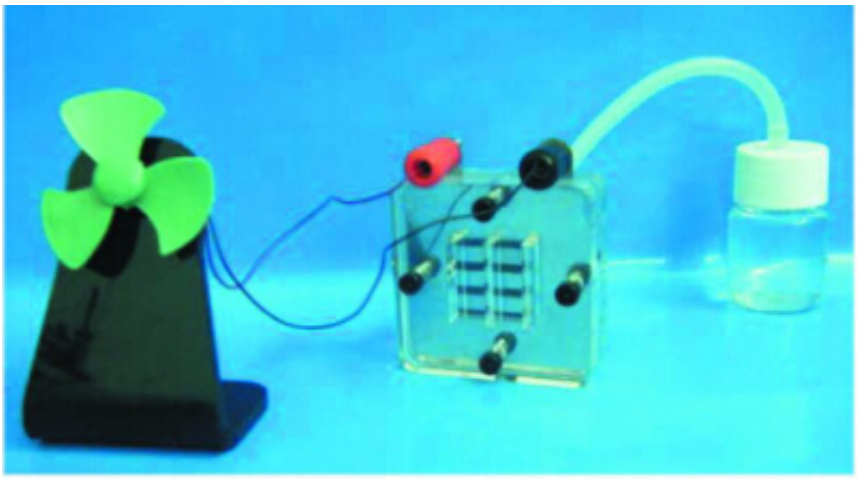

图 3　一体化燃料电池发电系统
(1)将组装好的燃料电池按图3所示放入发电装置中，并与电机连接。
(3)将制氢瓶按图3所示，将氢气导管连到燃料电池的阳极(氢电极)。